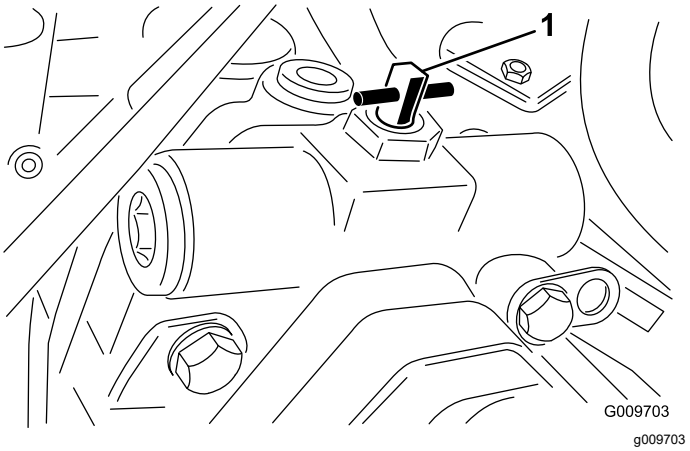

Figur 41
3. Vrid förbikopplingsventilen 90° (¼ varv) i endera riktningen för att öppna den så att vätska kan avledas internt (Figur 41).
2. Vrid förbikopplingsventilen 90° (¼ varv) i endera riktningen för att öppna den så att vätska kan avledas internt (Figur 41).